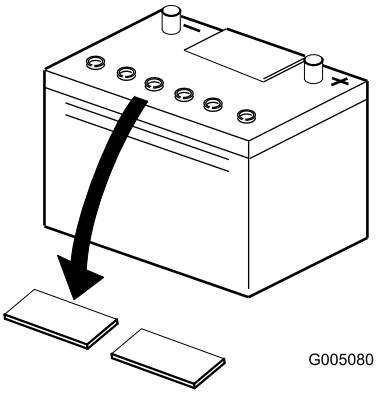

Figur 6
2. Rengör batteriets ovansida och ta bort luftarlocken (Figur 6).